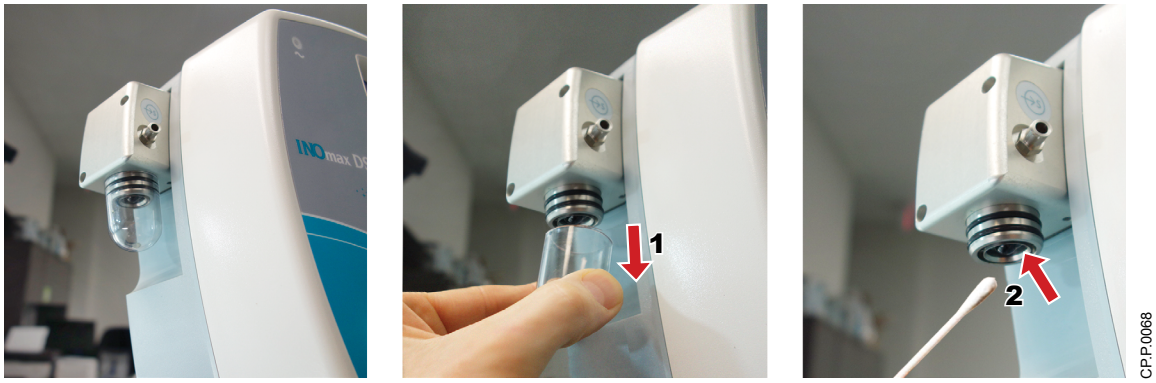

Figure 6-14 Removing Water Bottle to clean Bottle and Optical Sensor
1. Remove the Water Bottle from the device by pulling it straight down (see Figure 6-14).